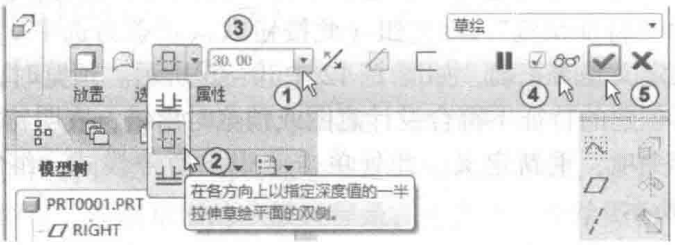

图 1-14 定义拉伸深度
进入特征的“编辑定义”状态。单击“拉伸”操控面板中文本框右侧的级联按钮，调出其他拉伸深度控制方式，如图 1-14 中①所示。打开其下拉列表，显示当前模型可供选择的深度类型。选择“对称”，将按照所输入的深度值，向草绘平面的两侧同时进行等深度的拉伸，如图 1-14 中②③所示。
单击“拉伸”操控面板右侧的“预览”按钮，再单击“拉伸”操控面板中的“应用并保存”按钮，如图 1-14 中④⑤所示。完成圆柱特征的创建。